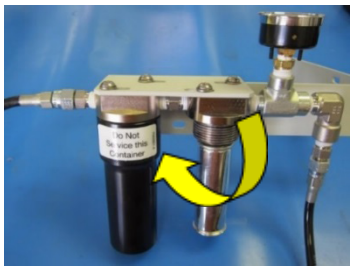

*Figur 24: Aftagning af tørrefilterpatron*
3. Fjern tørrefilterpatronen ved at dreje den mod uret med håndkraft alene. Se Figur 24 nedenfor.